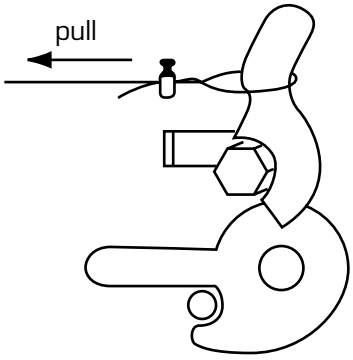

fig. 1
1. With trunk open, turn to unlock and notice action of lock lever. Attach the hook to lock arm by filling a notch or drilling a hole on the lever. (see fig. 1 & 2) Remove lever mechanism from trunk lid if necessary since the body structure differs from cars to cars.